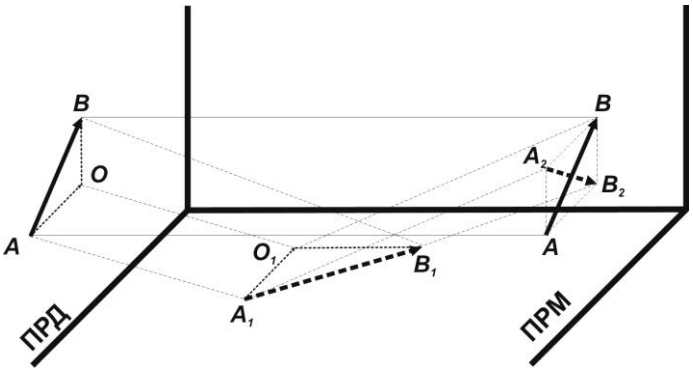

Рис. 6.1
6.1.2 Принцип работы извещателя с наклонной ориентацией блоков БПРД и БПРМ запатентован («Радиоволновой способ обнаружения объектов», Патент РФ №2348980) и основан на обнаружении нарушителя по вызываемому им изменению параметров поляризованного электромагнитного поля. Плоско поляризованное электромагнитное поле(чувствительная зона) формируется между БПРД и БПРМ в виде вытянутого эллипсоида вращения, причём вектор поляризации **АВ** формируется под углом ≈ 45° по отношению к прилегающим поверхностям (земле, заграждению и др., см. рис. 6.1). Отраженные от поверхностей волны (вектор $\mathbf{A_2B_2}$) попадают на приемную антенну **ПРМ** под углом ≈ 90° по отношению к ее собственному вектору поляризации **АВ**. В результате вклад отраженного сигнала в суммарный сигнал на выходе приемной антенны **ПРМ** ничтожно мал.